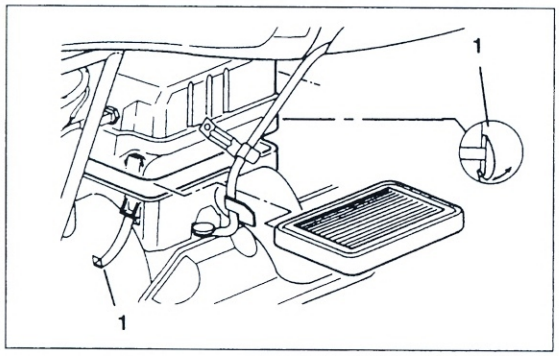
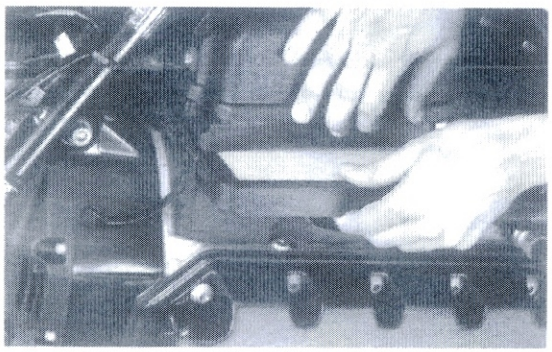

Bild 13
Bild 14
- Klammern ① Bild 13 vorn und hinten lösen, Luftfiltergehäuse-Oberteil anheben und Filterelement entnehmen (Bild 14).